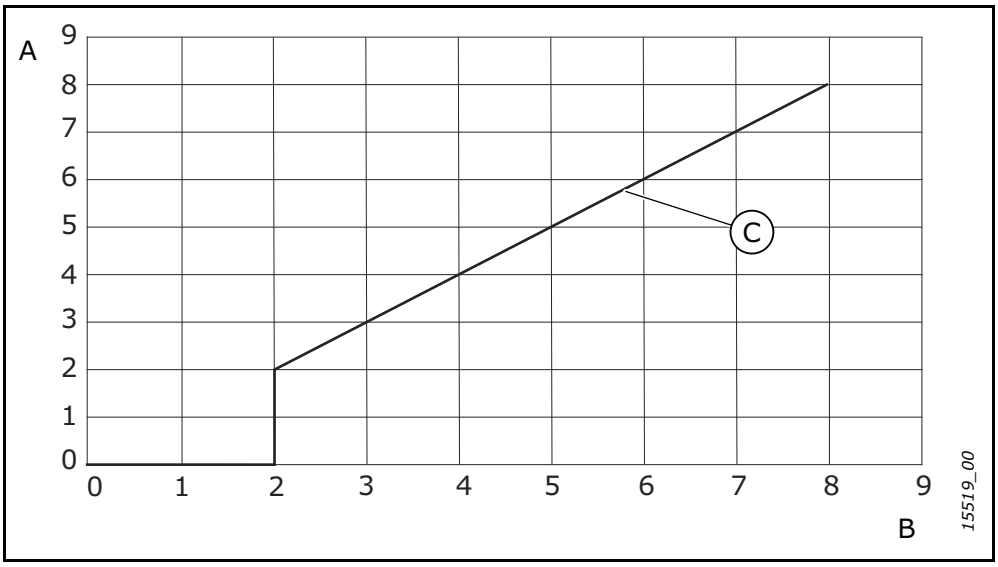

Abbildung 1. Lagerdauer und Nachformierungsdauer
4. Beginnen Sie, die Kondensatoren nachzuformieren. Die Dauer des Nachformierens ist abhängig von der Lagerdauer. Siehe Abbildung 1.